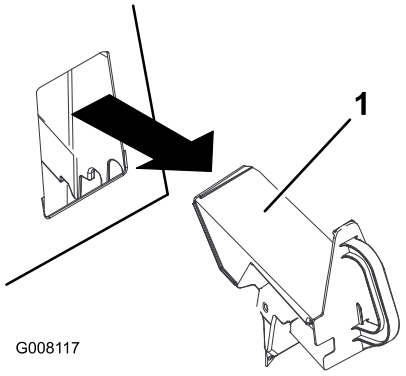

Figura 19
3. Togliete il coperchio di scarico (Figura 19).